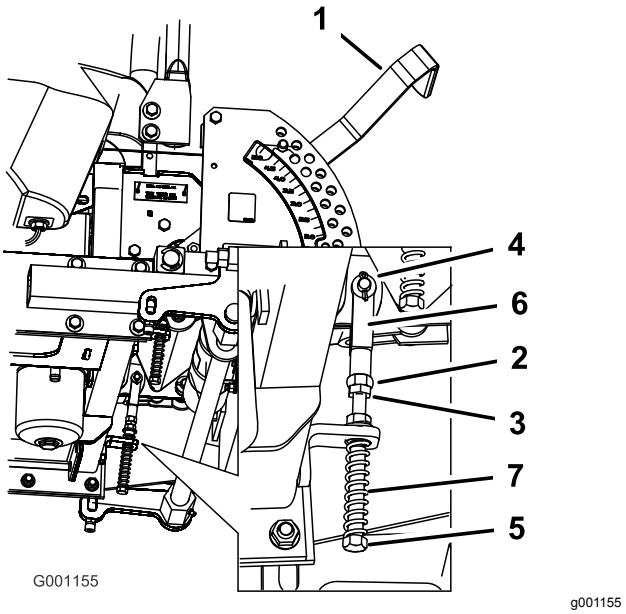

Rysunek 90
8. Jeśli konieczna jest regulacja, odkręć nakrętkę i przeciwnakrętkę jarzma (Rysunek 90).
9. Lekko naciśnij dźwignię sterowania jazdą do tyłu, obracaj śrubę regulacyjną w odpowiednim kierunku, aż dźwignia sterująca będzie wyśrodkowana w położeniu NEUTRALNYM ZABLOKOWANYM (Rysunek 90).
10. Dokręć nakrętkę i przeciwnakrętkę (Rysunek 90).